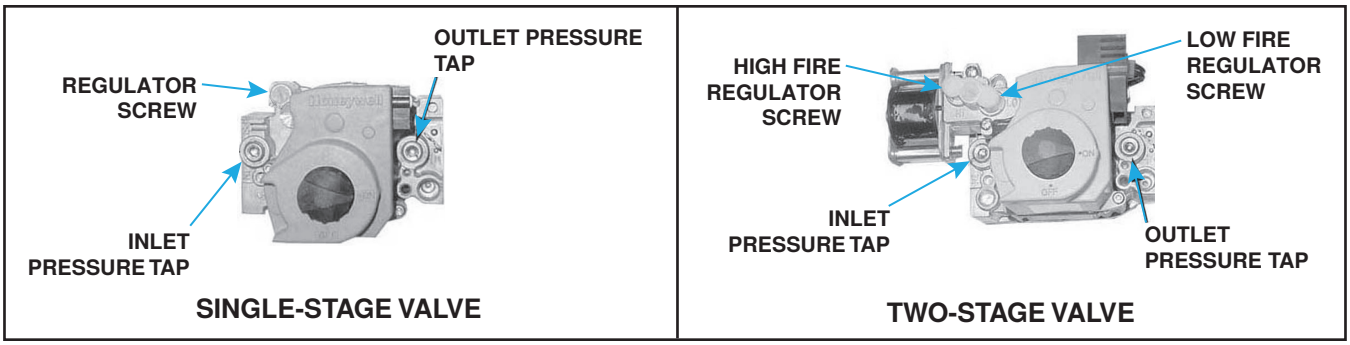

Figure 28. Combination Gas Valves
1. With manual valve (on combination valve) positioned to prevent flow to main burners, connect manometer to outlet pressure tap (see **Figure 28**) on valve.
3. Normally, adjustments to factory-preset regulator should not be necessary. If adjustment is necessary, set pressure to correct settings by turning regulator screw (see **Figure 28**) IN (clockwise) to increase pressure or OUT (counterclockwise) to decrease pressure. Consult valve manufacturer's literature provided with furnace for more detailed information.
2. Connect manometer to inlet pressure tap on combination gas valve(see **Figure 28**).